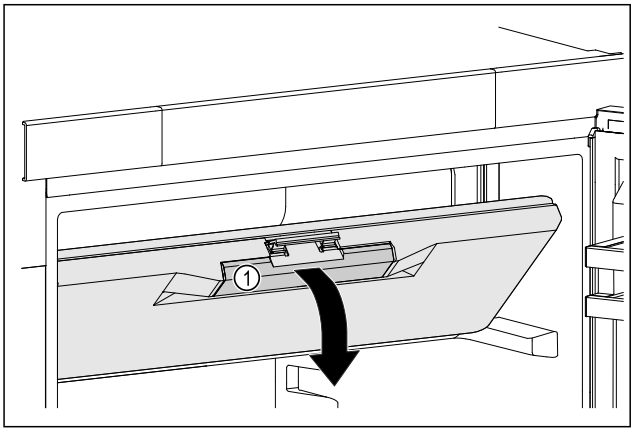

Fig. 45
▶ Ta tak i det innfelte håndtaket *Fig. 45 (1)* på døren til frysedelen.